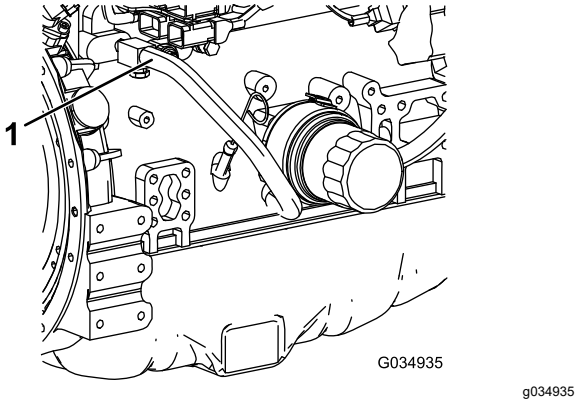

**Figuur 125**
7. Verwijder de koelvloeistofslang van de motoroliekoeler (Figuur 125).